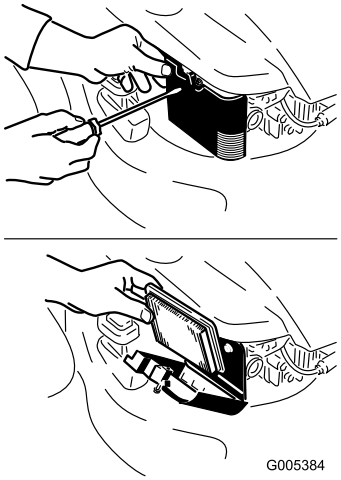

Figur 28
2. Öppna luftfilterskyddet och ta bort det gamla luftfiltret (Figur 28).